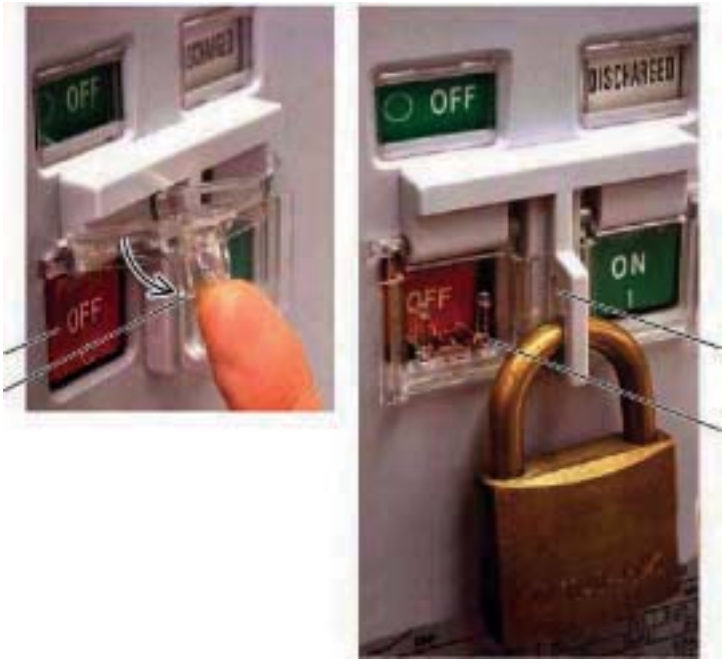

Рис. 29. Блокировка кнопки выключения
1. Откройте крышку кнопки выключения, показанную на рис. 29.
3. Заблокируйте крышку кнопки с помощью висячего замка со скобой ∅ 6 мм (можно использовать до 3 замков), как это показано на рис. 29. кнопка выключения блокируется в отжатом состояни, что не позволяет нажать кнопку включения.